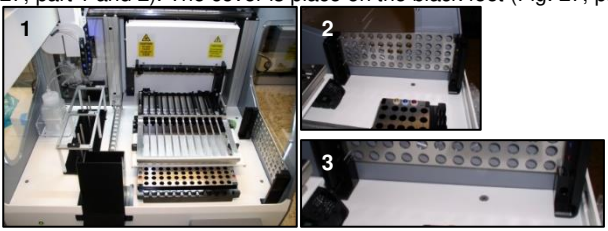

Fig. 27: Interior of the instrument for UV decontamination of the column rack and safety cover.
8. Replace all racks to the instrument. Place the column rack to the right side of the pipette tip holder for UV cleaning (Fig. 27, part 1).
Place the cleaned safety cover of the reagent vial rack on the right side of the instrument. The back side of the cover is face in the inside of the instrument (Fig. 27, part 1 and 2). The cover is place on the black feet (Fig. 27, part 2).